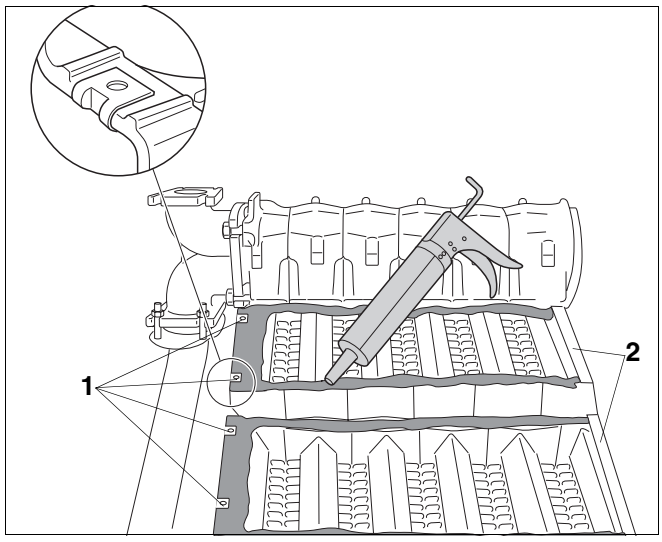

Afb. 33 Clipmoeren en spuitkit aanbrengen
- Plaats de vier clipmoeren (afb. 33, **pos. 1**) op de eindelementen (waterzijdige aansluiting, vooraan).
- Bedek ook de clipmoeren (afb. 33, **pos. 1**) met spuitkit.
- Vul de afdichtinggroef op met de bijgeleverde spuitkit (afb. 33).
Vul de afdichtinggroef van de eindelementen links (afb. 33, **pos. 2**) nog niet op.
- Vul de afdichtinggroef van de eindelementen voor de montage van de stromingsbeveiliging (afb. 33, **pos.** 2, pagina 33) op met spuitkit.